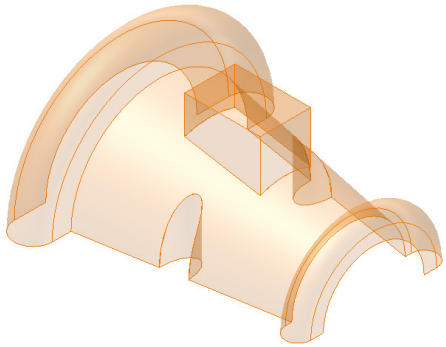

***Figure 18-64*** *Model after covering the top face of the lofted surface*
14. Select the top edges of the lofted surface and choose **OK** from the **Boundary Patch** dialog box; a boundary patch covering the top of the lofted surface is created, see Figure 18-64.